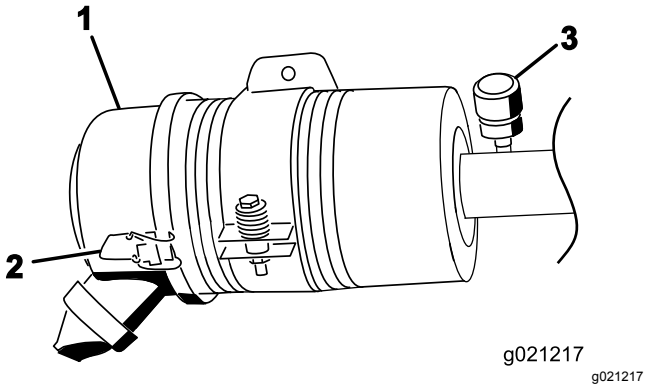

Figur 53
Efterse kun luftfilteret, når serviceindikatoren (Figur 53) viser, det er nødvendigt. Hvis du udskifter luftfilteret, før det er nødvendigt, øger du blot risikoen for, at der kommer snavs ind i motoren, når filteret afmonteres.
1. Åbn låsene, der fastgør luftfilterdækslet til luftfilterhuset (Figur 53).